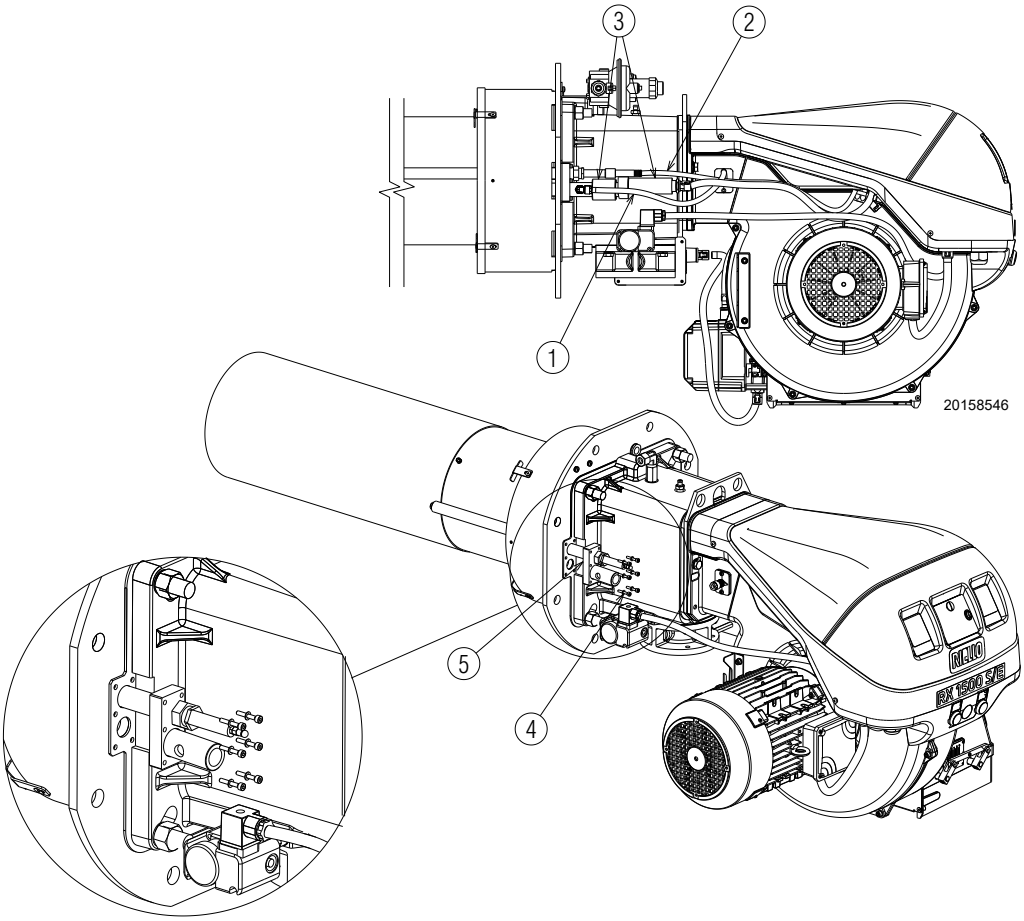

Fig. 39
– unscrew the air intake 1)(Fig. 39);
– disconnect the electrode cable 2)(Fig. 39);